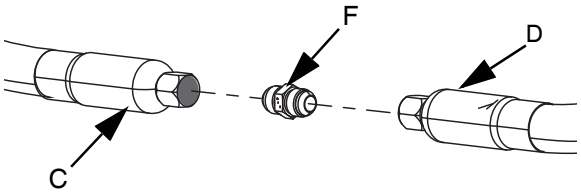

FIG. 20
6. Si está utilizando dos mangueras de suministro (C y D), utilice el accesorio de conexión entre las mangueras de suministro 1 y 2 (F) para conectar la manguera de suministro 1 (C) a la manguera de suministro 2 (D). Consulte la FIG. 20.